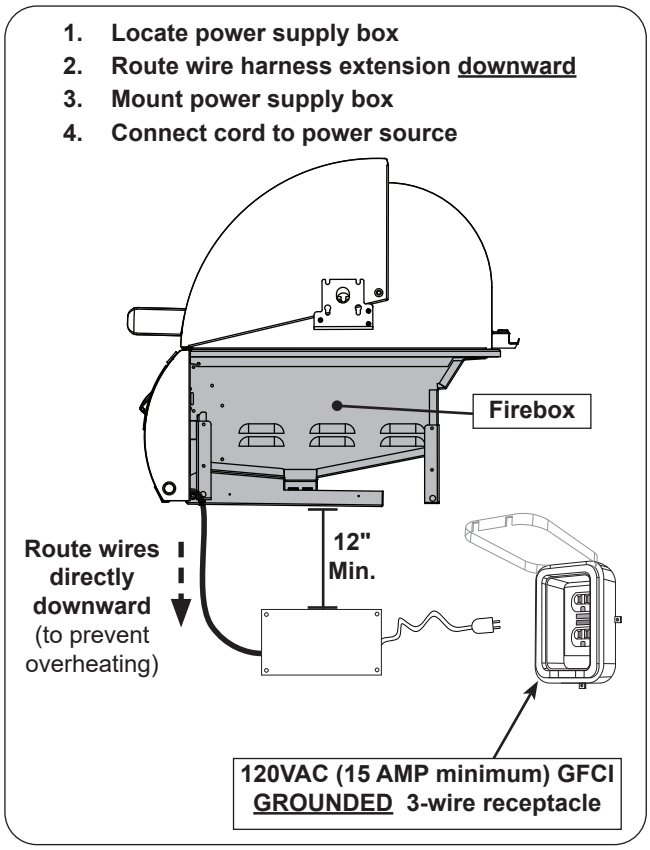

Fig. 29-2 Electrical installation
1. Route the power supply box below the control panel and directly downward. This will prevent overheating. **DO NOT** route the harness below the unit firebox. See Fig. 29-2.
- located at least **12"** below the bottom of the unit (see Fig. 29-2)
3. Connect the power cord to a **120VAC (15 AMP minimum) GFCI GROUNDED three-wire receptacle** (see Fig. 29-2). The GFCI receptacle must be a WEATHER-PROOF IN-USE COVERED RECEPTACLE.